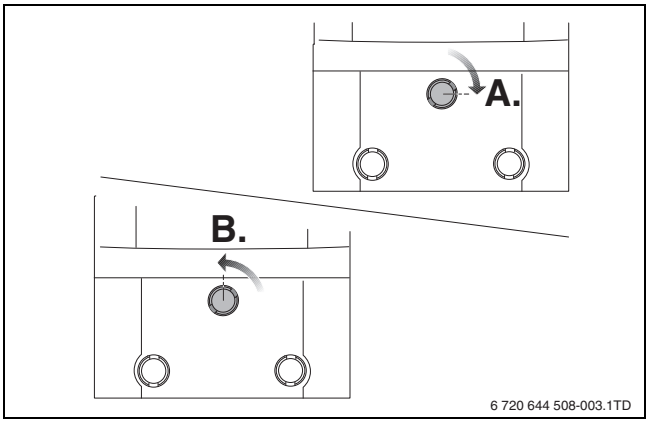

Fig. 2
- ▶ 关闭燃气旋塞。为此按下燃气旋塞并 ¼ 向右旋转 [A] （→ 图 2，第 43 页）。
- ▶ 打开燃气旋塞。为此按下燃气旋塞并 ¼ 向左旋转 （→ 图 2， [B]，第 43 页）。